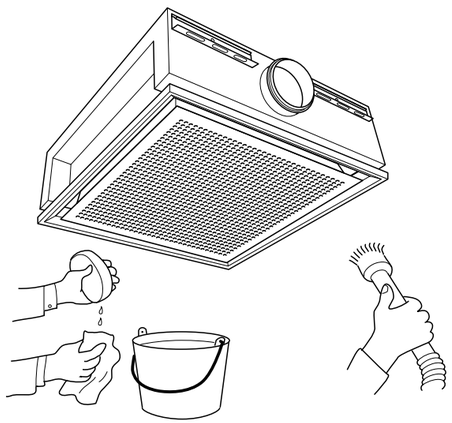

FIGURE 28
1) Wipe down the exterior of the chilled beam with soap and water as needed. (See **FIGURE 28**)